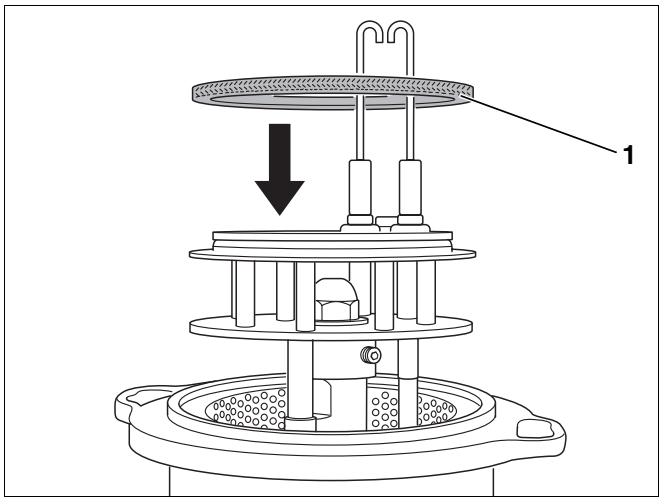

Abb. 34 Dichtung bei Brennertypen 55 bis 70 KW einsetzen
- Dichtung (Abb. 34, **Pos. 1**) zunächst auf dem Mischsystem aufsetzen.